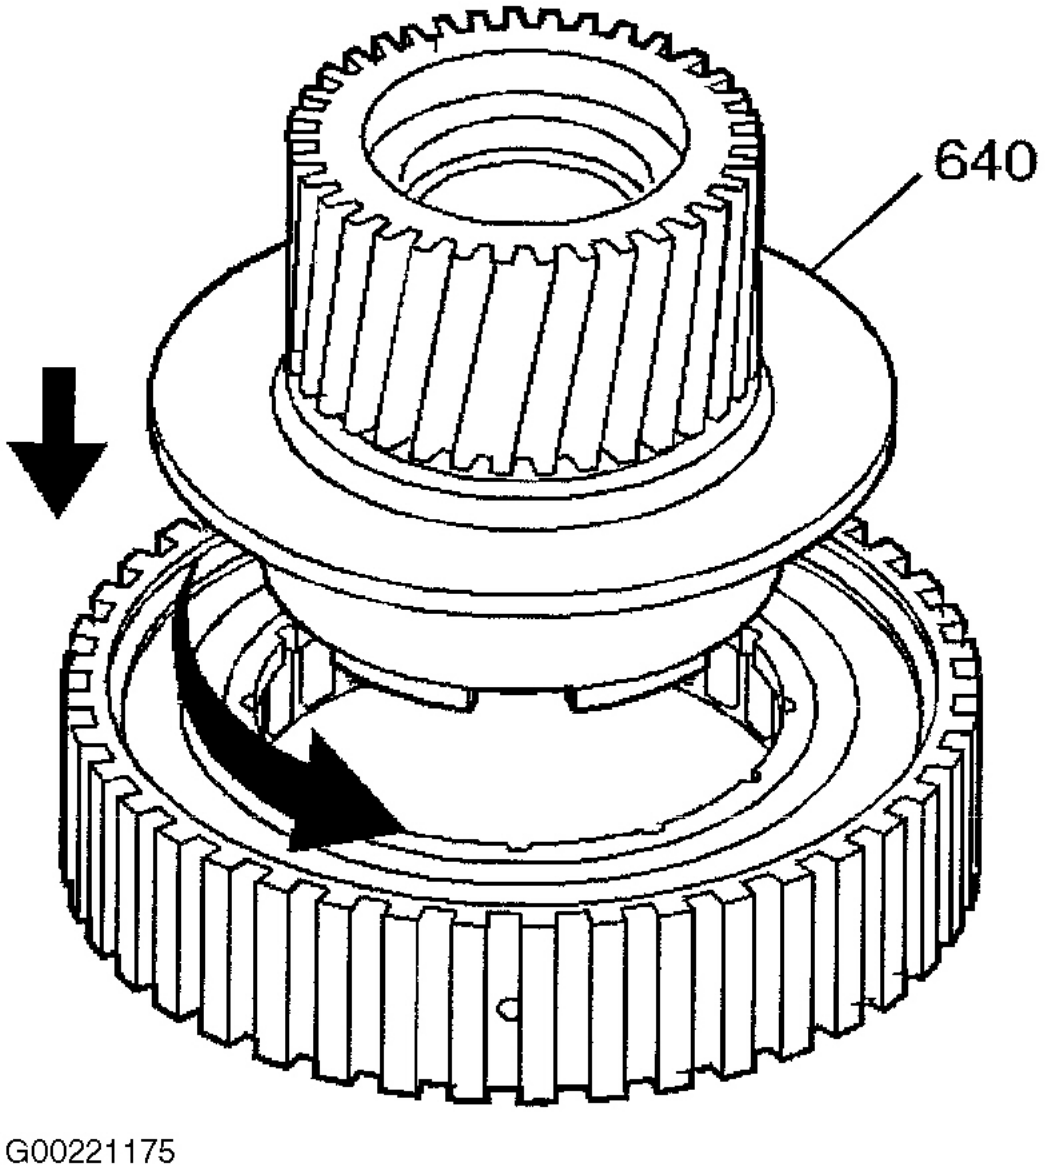

Fig. 55: Installing Inner Race & Input Sun Gear Assembly
3. Install the forward sprag clutch inner race and input sun gear assembly (640) into the forward sprag and outer race assembly. See **Fig. 55** .